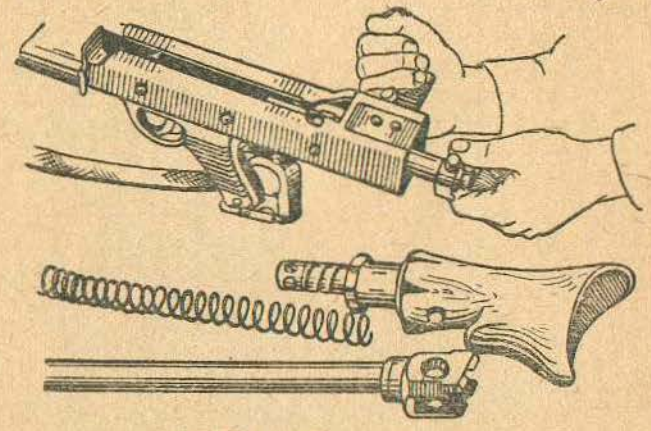

Рис. 13. Как отделить затвор
4. Отделить затвор (рис. 13). Взявшись правой рукой за рукоятку заряжания, энергично отвести затвор назад и, придерживая его левой рукой, вынуть из короба.